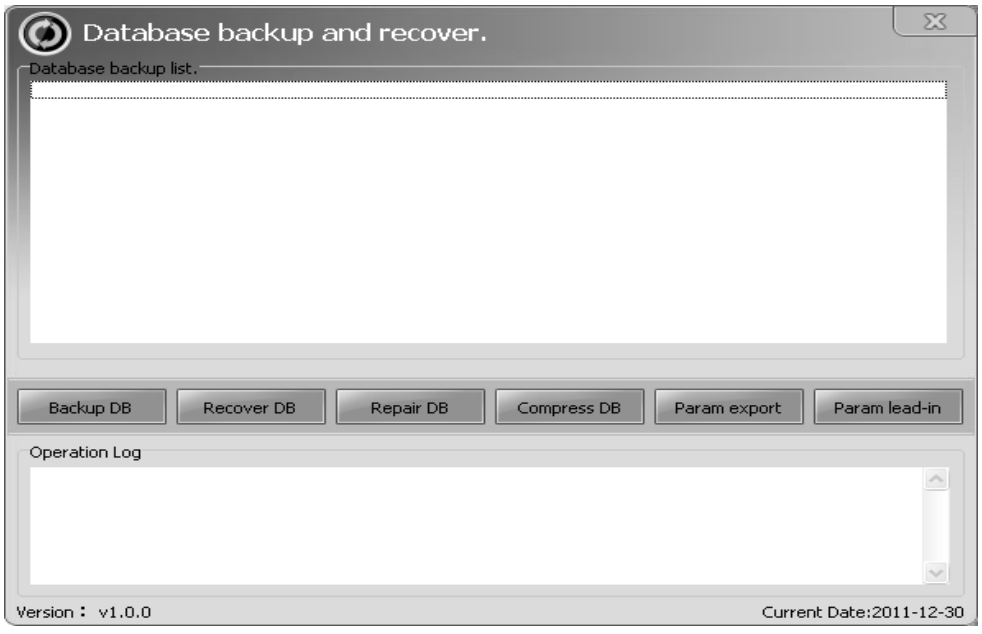

Figure 8-2-64
Double-click “ dbUpdate.exe ”, and Figure 8-2-64 will be shown:
For detailed operation, refer to (2) Back up database. In “Database backup List” in Figure 8-2-64, click the file name of the database that is to be recovered, and then click “Recover Database” to finish the database recovery according to the prompts.